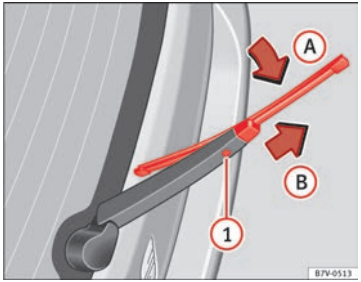

Fig. 120 Changing the rear wiper blade
- Lift the windscreen wiper arm and fold it at an angle of approximately 60° ⇒ Fig. 120.
- Press and hold the release button (1).
- Fold the wiper blade towards the windscreen wiper arm ⇒ Fig. 120 (arrow (A)) while simultaneously pulling in the direction of arrow (B). This may require some strength. ▶
- Insert a new blade of the **same length and type** in the windscreen wiper arm in the opposite direction to the arrow (B) and hook into place. This feature is operational when the knob is in position (arrow (A)).